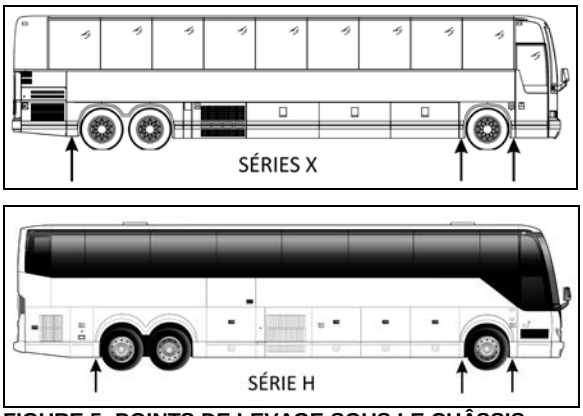

FIGURE 5: POINTS DE LEVAGE SOUS LE CHÂSSIS 18524
1. Lever le véhicule par ses points de levage sur la carrosserie (Figure 5) ou voir la section 18, Carrosserie sous le titre : Points de levage du véhicule. Placer des chandelles sous le châssis. Enlever les roues d'essieu moteur (au besoin, se reporter à la section 13, Roues, moyeux et pneus).